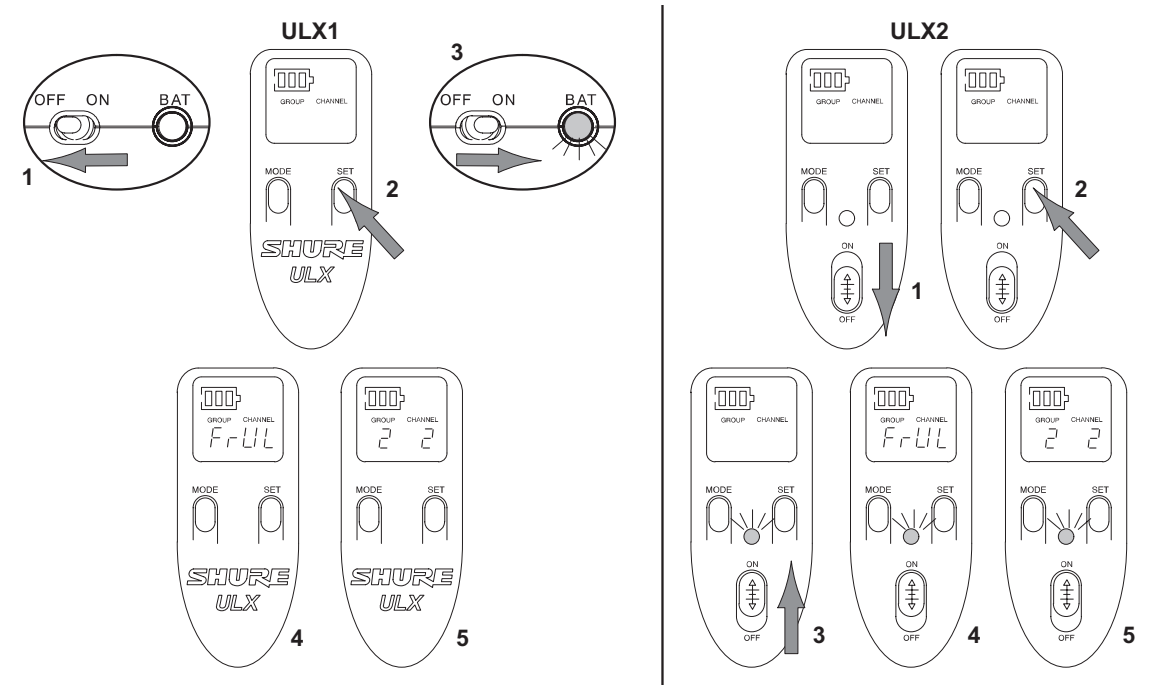

FIGURA 34
1. Vedi Figura 34. Spegnete il trasmettitore ed aspettate che l'illuminazione del display si spenga.